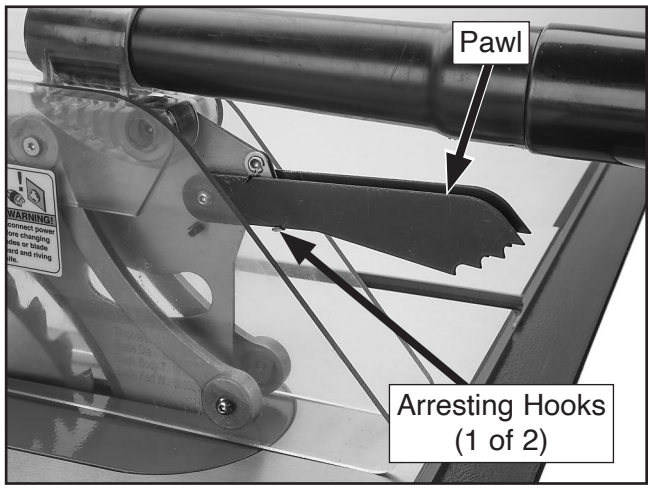

Figure 56. Pawls disabled.
2. Rotate one or both arresting hooks downward, then place pawls on each of the hooks, as shown in **Figure 56**.